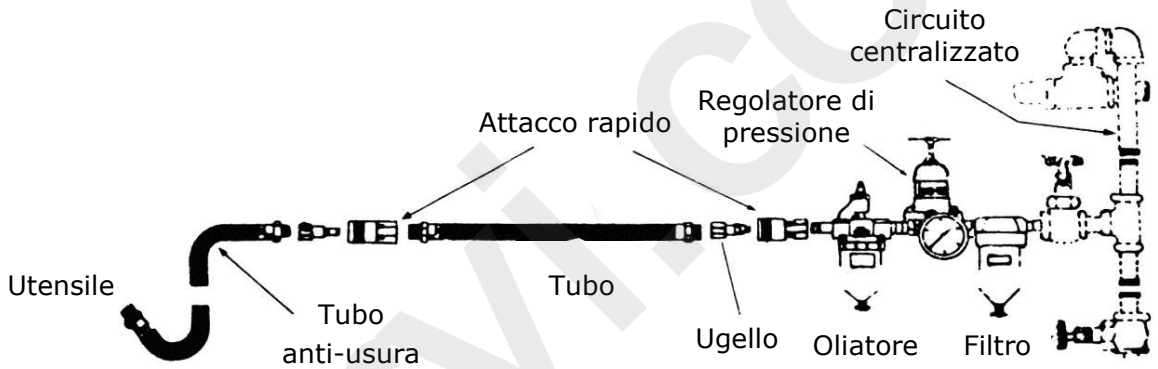

Figura 4 – Collegamento dell'alimentazione pneumatica
5. L'utensile deve essere collegato alla sorgente di alimentazione dell'aria tramite un gruppo di condizionamento dell'aria FRL costituito da un filtro, un regolatore di pressione ed un lubrificatore, come indicato in Figura 4.